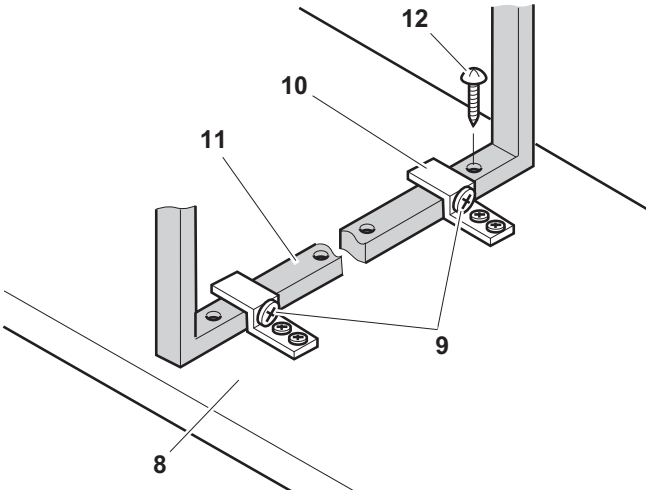

Fig. 14
- The front panel ***8*** is adjusted with the two raised-head screws ***9*** on the middle transverse tube ***11***, and fixed with a screw ***12***. If necessary, secure the bed frame and the front panel at the top with a G-clamp and check the front-panel gap, see ***Fig. 14***.